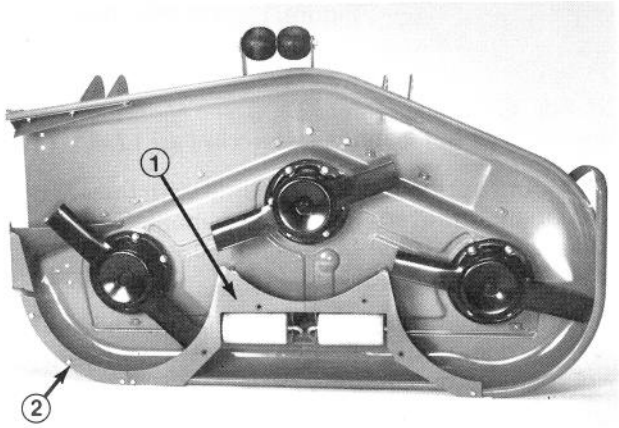

Figure 7
6. Using baffle as a template, mark and drill (3) 3/8" dia. holes thru deck.
7. Secure baffle to deck with (2) 5/16x3/4" carriage bolts, (1) 5/16-18 x 7/8" lg. capscrew and (3) locknuts.
8. Position center ring baffle on deck (Fig. 7). Using a long thin pencil or punch, mark (4) mounting holes in deck. Holes may already be in deck.
9. Drill (4) 13/32" holes in deck, if required.
10. Mount center baffle to deck with (4) 3/8-16 x 1" lg. capscrews and lock washers (Fig. 7).
11. Using center baffle as a template, mark and drill (2) 9/32" dia. holes through center of curved edge of deck (Fig. 7).
12. Secure baffle to edge of deck with (2) 1/4-20 x 3/4" lg. capscrews and locknuts (Fig. 7).
13. Align right ring baffle with end of center baffle and edge of deck (Fig. 7). Mark and drill (3) 9/32" dia. holes in center of curved edge of deck.
14. Secure right baffle to deck with (2) 1/4-20 x 3/4" lg. capscrews and locknuts.